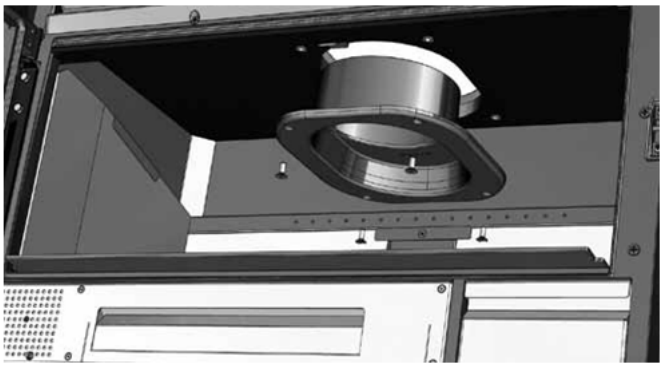

FIG. 14
4. Sujetar la chimenea de nuevo al techo **¡ASEGURESE! QUE EL COLLARIN QUEDA CORRECTAMENTE AJUSTADO AL TECHO** (FIG.14).